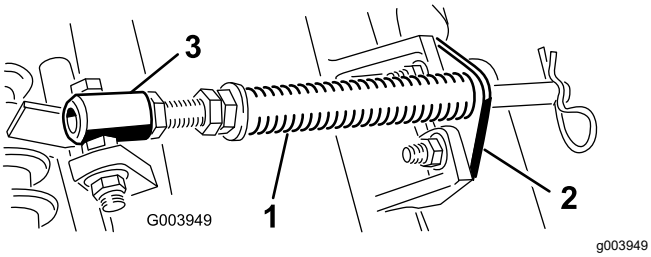

Rysunek 5
A. Wyjmij 2 śruby zamkowe i nakrętki mocujące wspornik drążka do ostrzy zespołu tnącego (Rysunek 5).
B. Usuń nakrętkę wieńcową mocującą śrubę tulei sprężyny do zaczepu ramy (Rysunek 5) Zdejmij zespół.